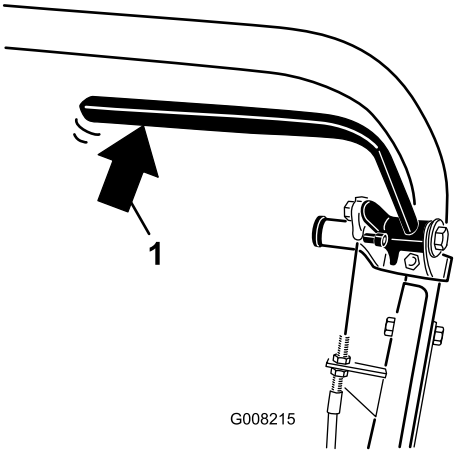

Figur 31
2. Tryck baktill på driftsbromsspaken med en fjädervåg (Figur 31). Parkeringsbromsen ska frigöras när en kraft på 13,5–18 kg har uppnåtts. Om parkeringsbromsen frigörs innan en kraft på 13,5–18 kg har uppnåtts måste bromskabeln justeras. Gå vidare till steg 3.